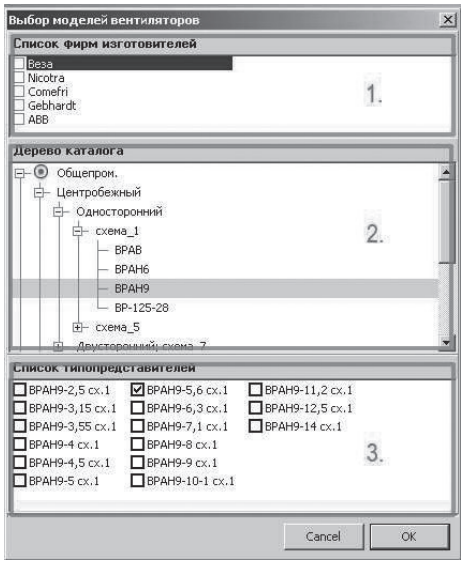

Рис. 4
В режиме выбора типопредставителя (Рис.4) номенклатурное дерево (2) выполняет только навигационную функцию и, изменяя текущий тип вентилятора, управляет содержимым списка типопредставителей (3). Задачу ввода данных решает список типопредставителей (3), каждая позиция которого содержит элемент единичного выбора.